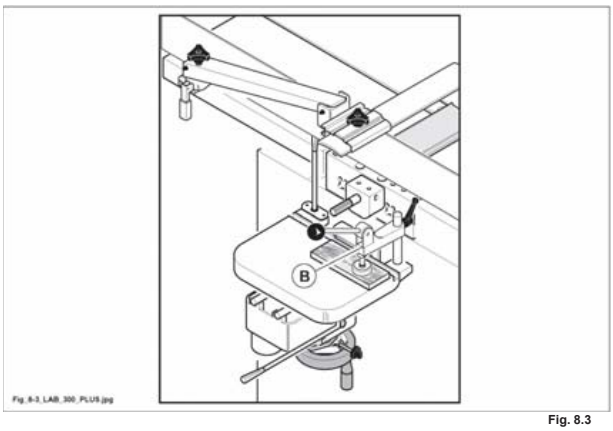

Fig. 8.3
- Posizionare il pezzo sul piano mandandolo in battuta e fissarlo tramite pressore (B fig. 8.3).